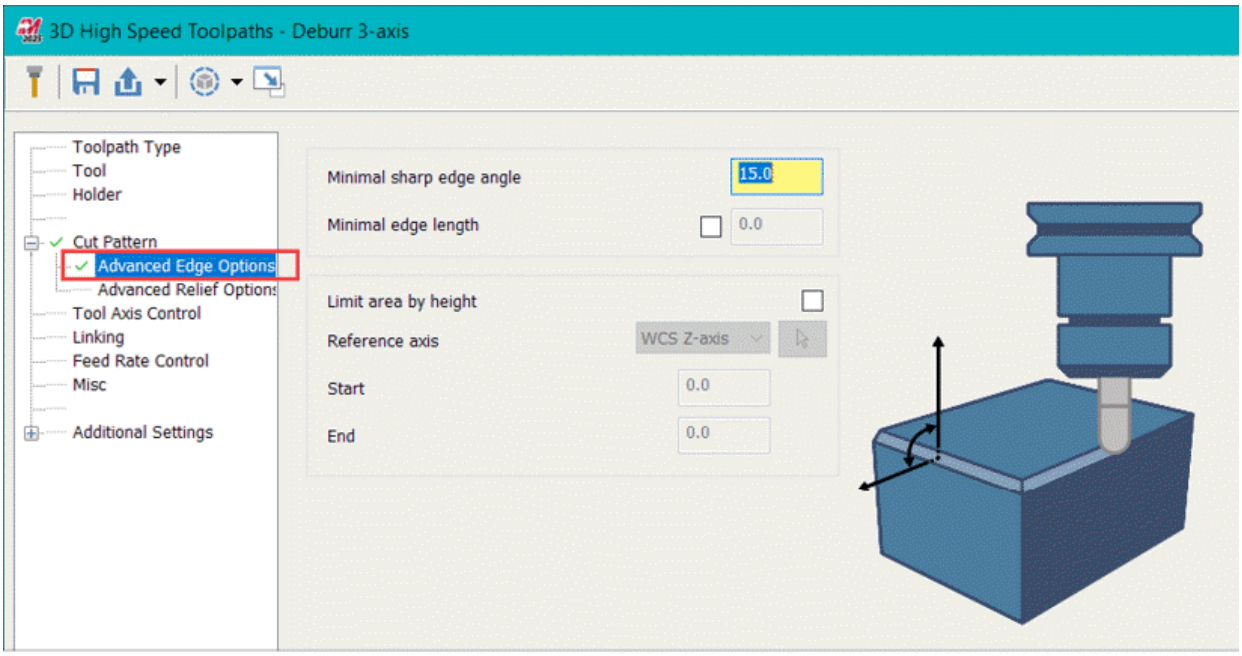

Figure-74. Advanced Edge Options
- Select the **Advanced Edge Options** option from left area in the dialog box. The options will be displayed; refer to Figure-74. Specify desired values to define sharp edge angle, minimum edge length, and height limits for deburred edges.